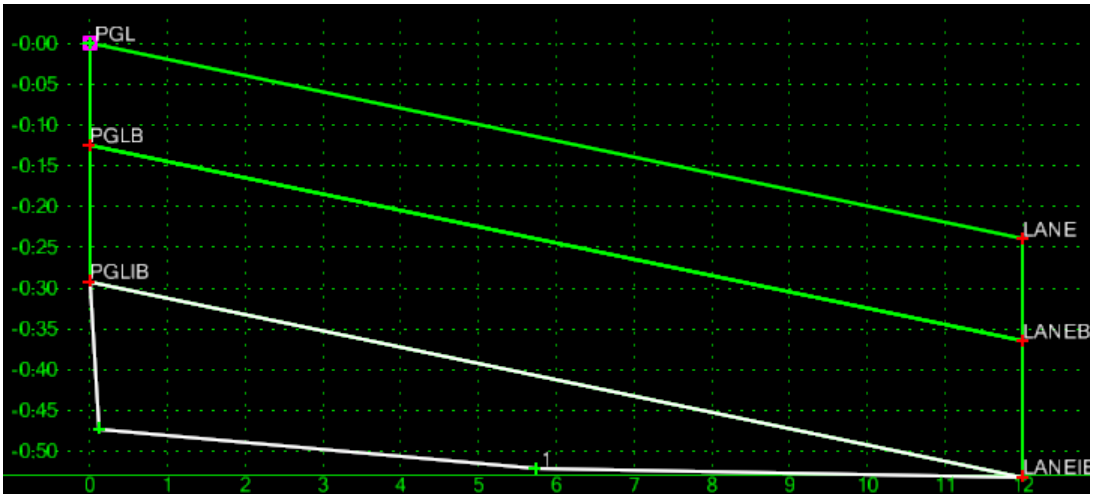

Figure L7-28 Create Template Grid
- Continue placing Points counter-clockwise as shown in *Figure L7-28* to create a 'rough' Pavement Layer shape. Remember to Right mouse click and select '***Finish***' to finish creating the shape.